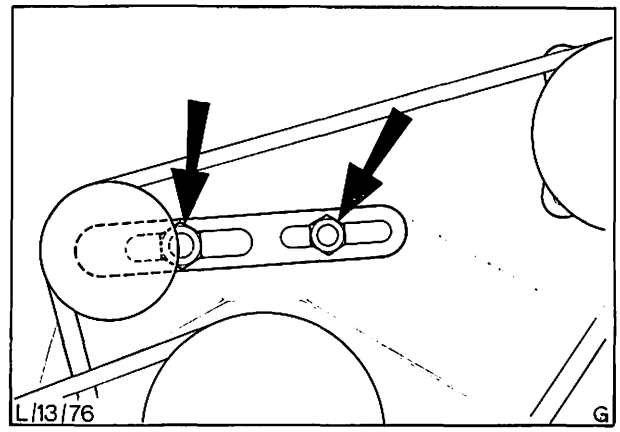

Abb. 54 Schrauben des Einstellhebels/Zwischenrad
Falls erforderlich, kann ein Riemenspannungsmesser ähnlich dem in Abb. 54 gezeigten Gerät verwendet werden. Riemenspannungswert: siehe „Technische Daten".
2. Keilriemen der Druckölpumpe – Lenkhilfe ausbauen, hierzu die Schrauben des Einstellhebels für das Zwischenrad lösen und Zwischenrad zum Entspannen des Keilriemens nach innen schieben, Abb. 54.